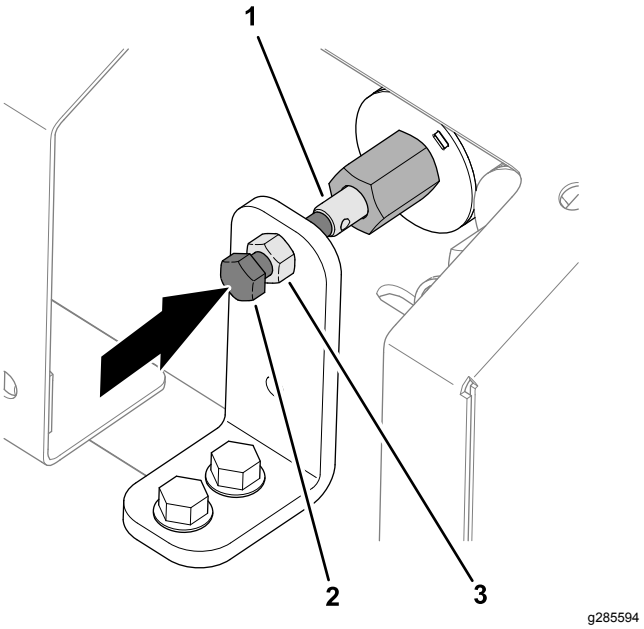

Figur 31
1. Lossa kontramuttern vid det manuella säkerhetsfästet (Figur 31).
2. Vrid sexkantsskruven till säkerhetsventilen medurs för att öka golvhastigheten (Figur 31).